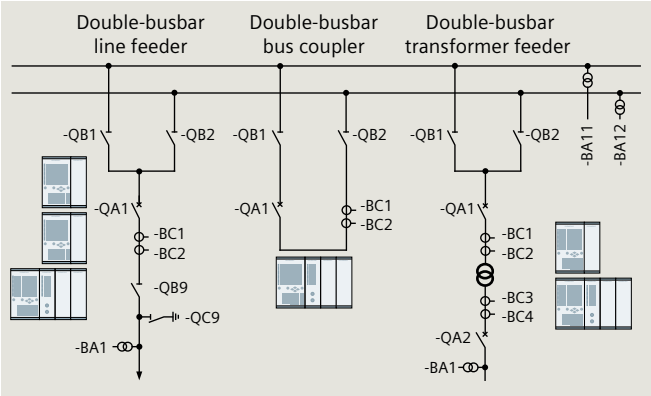

Fig. 6.6-11: Efficient network and energy automation solution Siprotec 5 HV – bay typicals
- Double-busbar systems (fig. 6.6-11).